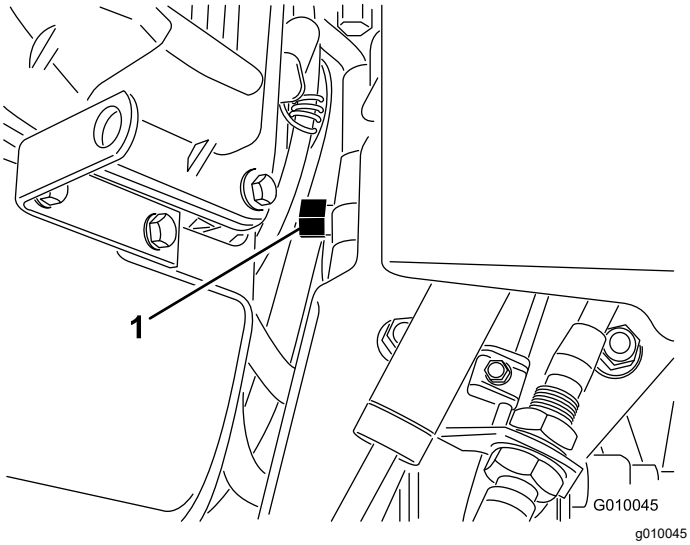

Rysunek 29
2. Zlokalizuj zawór obejściowy pomiędzy silnikiem i pompą hydrostatyczną (Rysunek 29).
3. Za pomocą klucza ⅝ cala obróć zawór obejściowy w lewo o 1 obrót. Umożliwi to przepływ oleju hydraulicznego z pominięciem pompy i możliwe będzie swobodne obracanie kół (Rysunek 29).
5. Aby użyć maszyny ponownie, obróć zawór obejściowy w prawo o jeden obrót (Rysunek 29).